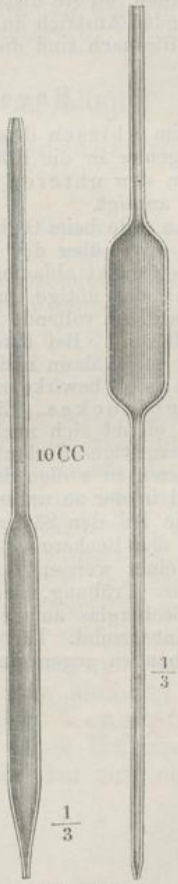

Fig. 82.
3. Vollpipetten (Fig. 82), Glasröhren mit bauchiger Erweiterung, welche bis zu einer Marke ein bestimmtes Quantum Flüssigkeit fasst. Am meisten benutzt man Vollpipetten zu 10 *ccm*; auch ist eine grössere zu 50 *ccm* (zur Karbolsäurebestimmung) nötig. Während die Massgefässe auf die Aufnahme eines gewissen Flüssigkeitsvolums geeicht sind, dienen die Vollpipetten zum Ausfliessenlassen eines solchen und müssen genau geprüft werden, ob sie dieses Quantum beim ruhigen Auslaufen, oder beim darauffolgenden Anstrich an die Gefässwandung, oder erst beim Ausblasen abgeben. Hiernach sind die Pipetten zu bezeichnen.